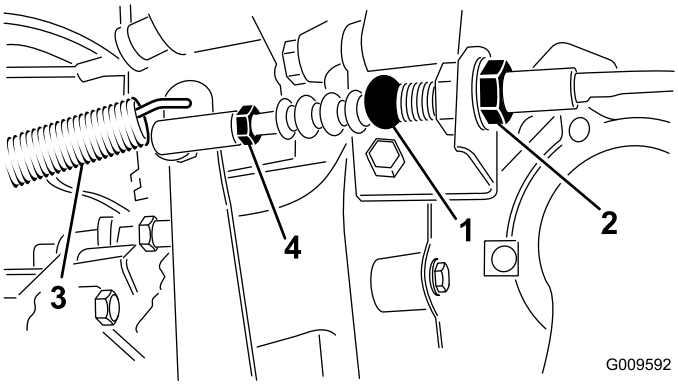

Rysunek 69
1. Odkręć przeciwnakrętki mocujące linkę sprzęgła do wspornika na obudowie w kształcie dzwonu (Rysunek 69).